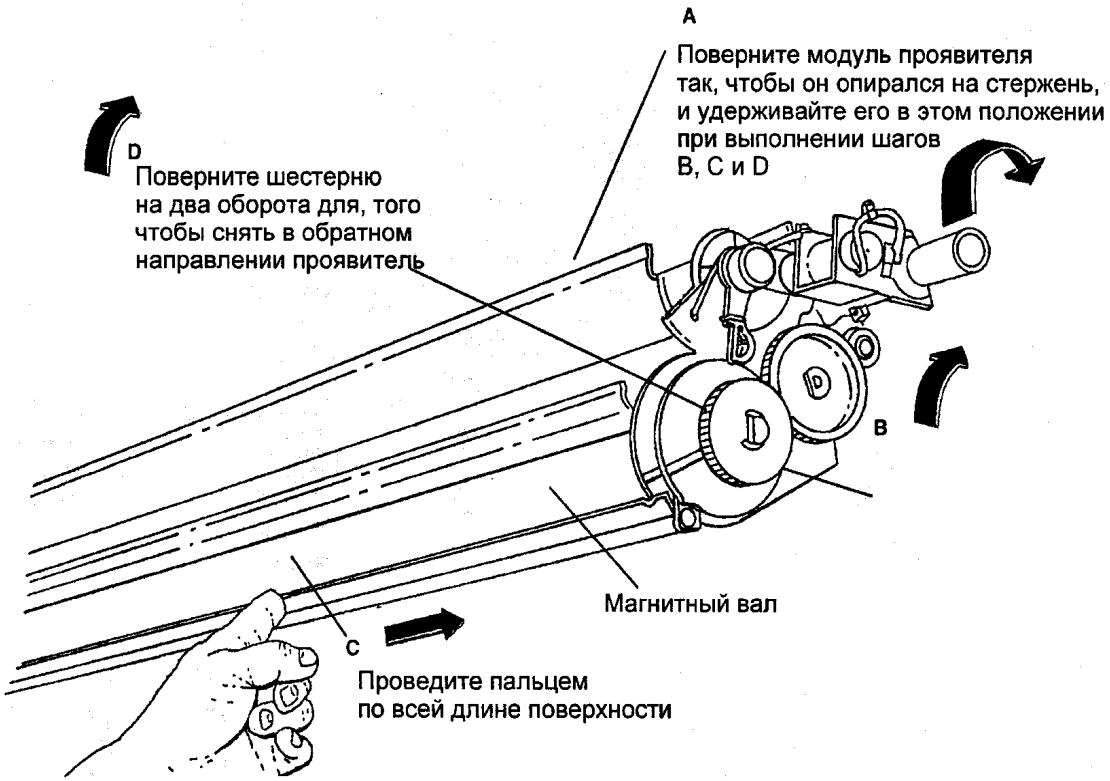

Рис. 3 Очистка магнитного вала от проявителя
1. (РИС. 3): СЧИСТИТЕ ПРОЯВИТЕЛЬ С МАГНИТНОГО РОЛИКА.